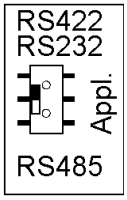

Bild 4
- HINWEIS: Bei Verwendung der Applikations-Schnittstelle RS232 muss der Schiebeschalter „Appl.“ (Bild 4) auf RS422/RS232 eingestellt werden.